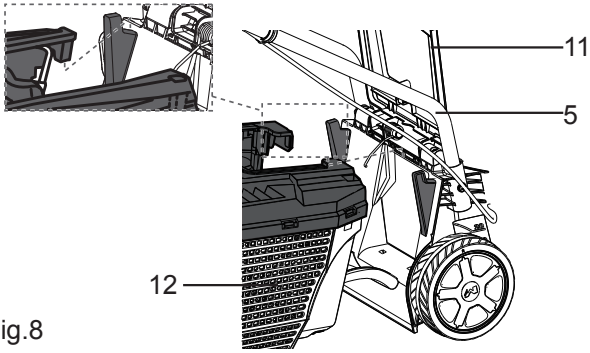

Fig.8
> Antes de instalar o captador de relva (12) no cortador deverá assegurar que o motor está desligado e que a lâmina não está a rodar. O captador de relva deverá ser instalado nos dois suportes do cortador. Abra a proteção do defletor (11) com uma mão e instale o captador de relva com a outra mão conforme indicado (Fig. 8). A proteção do defletor é mantido contra o captador de relva através de uma mola.